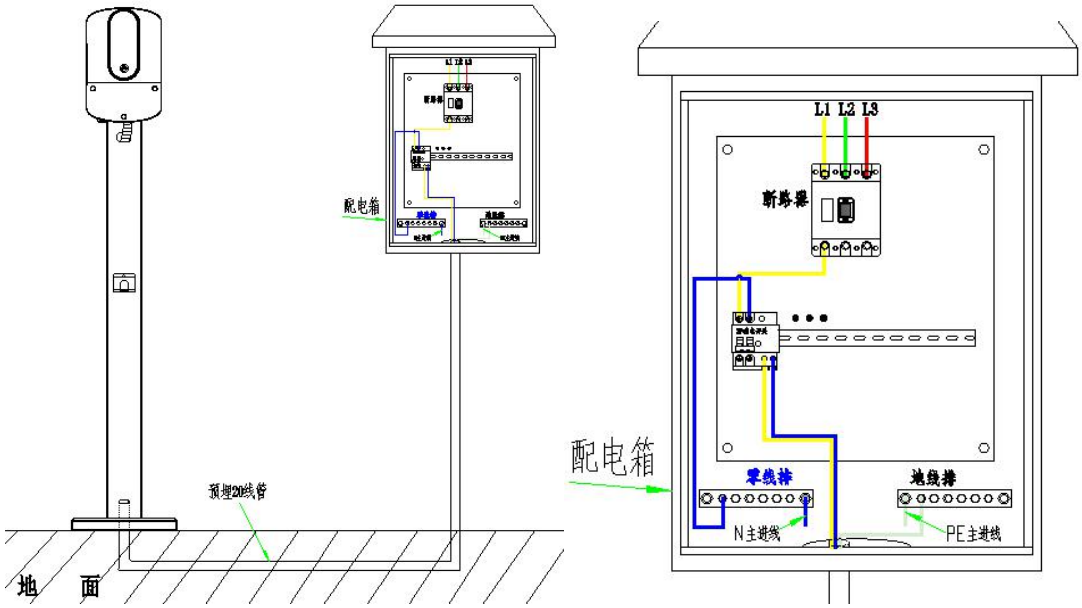

图 11
11、主线取电需从配电箱单相漏电开关接入（建议选用规格为 40A 的漏电开关），地线从地线排上连接，图 11。